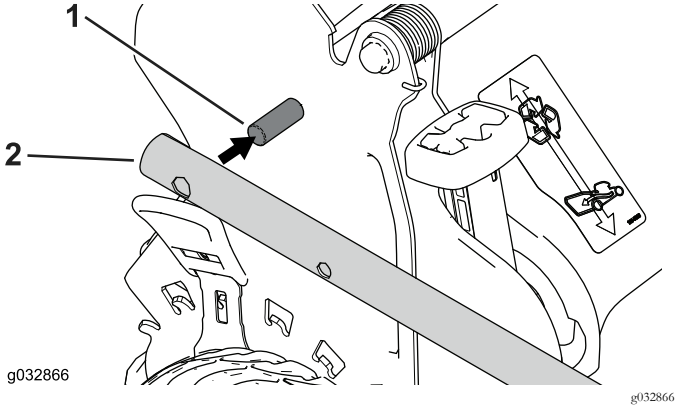

Figure 4
2. Montez les extrémités du guidon sur le carter de la tondeuse de telle sorte que la goupille fixée à chaque support du guidon soit insérée dans le trou inférieur de l'extrémité associée (Figure 4).